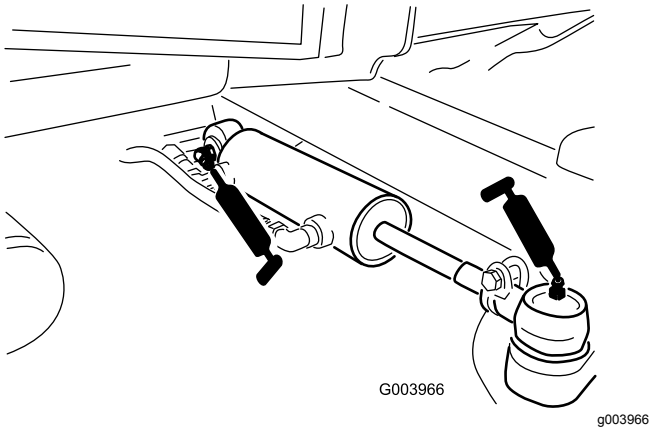

Figur 78
- Styretøjscylinderens kugleled (2) (Figur 78)